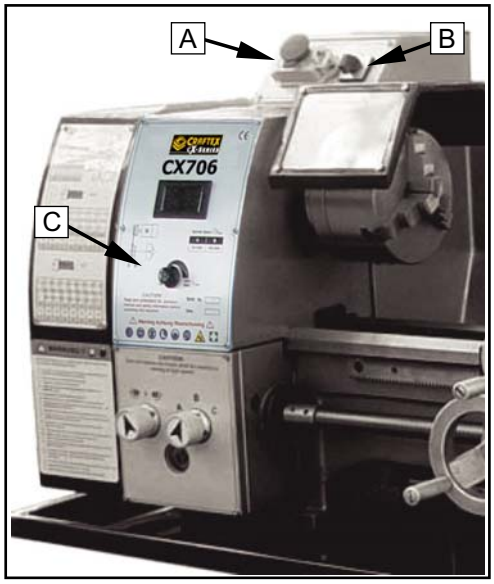

Fig. 11
1. Emergency STOP Button ON/OFF Switch (A, Fig. 11)
2. Change-over Switch (B, Fig. 11)
3. Variable Speed Control Switch (C, Fig. 11)